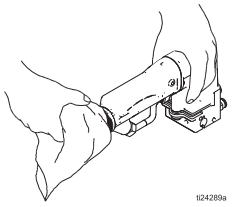

FIG. 14 Clean Gun Body
5. Dampen a soft cloth with solvent and wring out the excess. Wipe the exterior of the gun and shroud clean. See FIGURE 14.